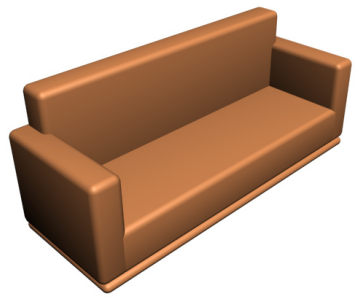

Figure 3-34 *The final output at rendering*
3. Activate the Perspective viewport by middle-clicking in it. Next, choose the **Render Production** tool from the main toolbar; the **Rendered Frame** window is displayed. This window shows the final output of the scene, refer Figure 3-34.